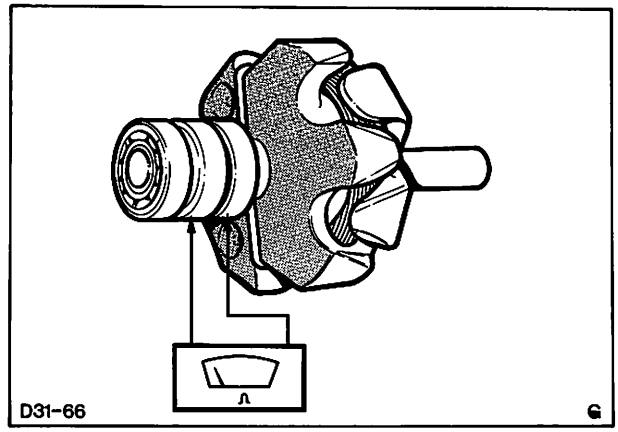

Abb. 23 Läuferwicklung auf Durchgang prüfen
a) Läuferwicklung auf Durchgang prüfen, Abb. 23. Ohmmeter zwischen die beiden Schleifringe anschließen. Dabei soll der Widerstand 3,4 bis 3,8 Ohm betragen.